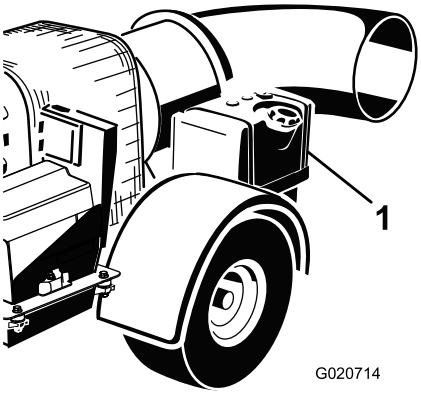

Figur 9
2. Rengör området runt tanklocket och ta av locket (Figur 9).